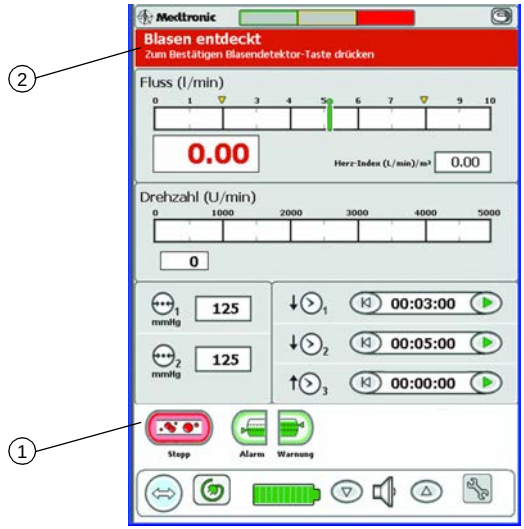

Abbildung 6-15. Pumpenstopp aufgrund entdeckter Luftblasen
Stopp bezeichnet eine Absenkung der Drehzahl der Bio-Pump auf 0 U/min. Diese Drehzahlabsenkung kann als automatische Reaktion auf das Ansprechen eines der Sicherheitssysteme erfolgen. Die Konsole kann so konfiguriert werden, dass die Bio-Pump bei einem geringen Pegelstand im Reservoir oder beim Auftreten von Blasen gestoppt wird. Das Ansprechen des Sicherheitssystems und das Anhalten der Bio-Pump wird durch verschiedene Änderungen im Bildschirm signalisiert (siehe Abbildung 6-15).
a. **Stopp** – Die AutoClamp-Klemme schließt sich bei jedem Pumpenstopp. Es wird eine Alarmmeldung ausgegeben und die Darstellung und die Farbe der Schaltfläche ändern sich (rot, siehe Abbildung 6-15).